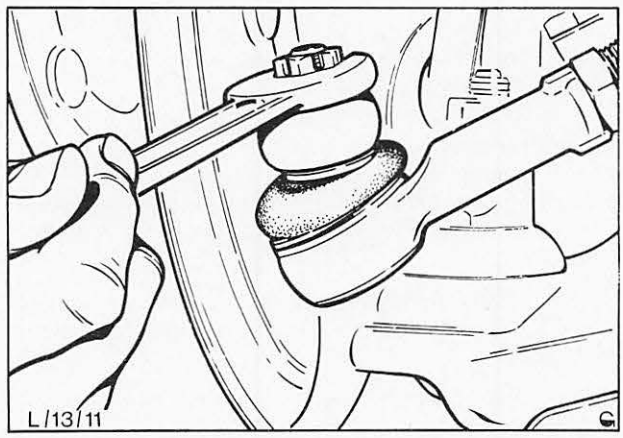

Abb. 43 Kronenmutter vom Spurstangenendstück entfernen
3. Kontermutter des Spurstangenendstücks lösen, Splint entfernen und Kronenmutter vom Spurstangenendstück abschrauben, Abb. 43. Spurstangenendstück aus den Spurstangenhebeln pressen. Hierzu Werkzeug 13-006 verwenden.